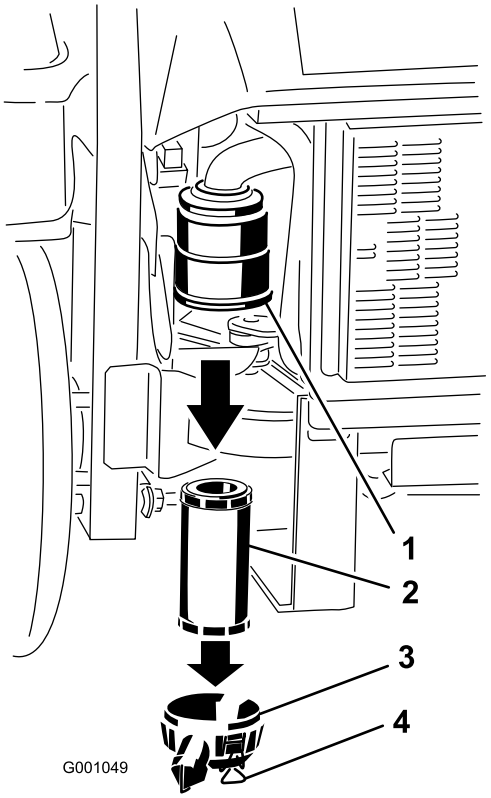

Figur 32
3. Lossa spärrhakarna på luftrenaren och dra av luftrenarkåpan från luftrenarhuset (Figur 32).
5. Dra försiktigt ut filtret ur luftrenarhuset (Figur 32). Undvik att knacka filtret mot sidan på luftrenarhuset.